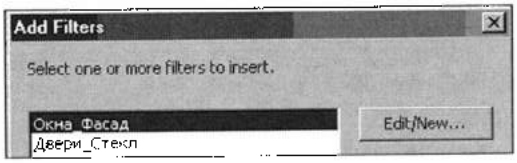

Рис. 4.22. *Список доступных фильтров в проекте*
2. Кнопкой **Add** (Добавить) открыть бокс **Add Filters** (Добавить фильтры) (рис. 4.22), в котором представлены все определенные в проекте фильтры.